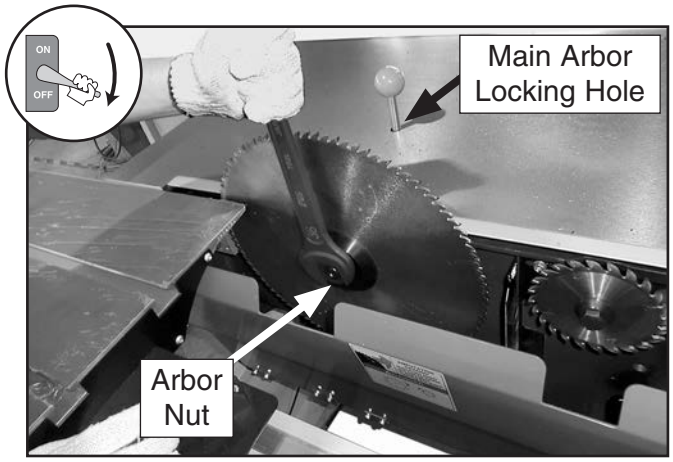

Figure 88. Loosening the main blade arbor nut.
6. Insert arbor locking tool into table hole shown in **Figure 88**.